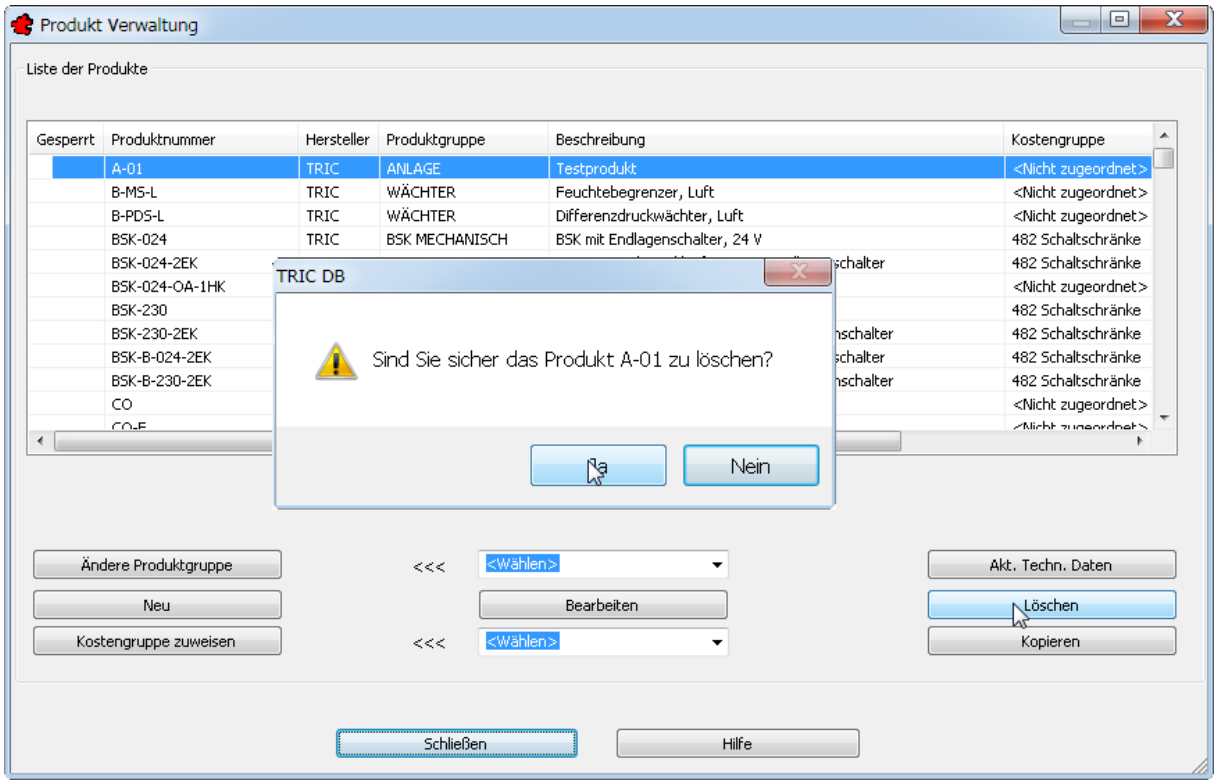

Bild 36.19 – Löschen eines Produkts
- indem Sie deren Einträge wählen und auf die Schaltfläche *Löschen* klicken (Abb. 36.19).